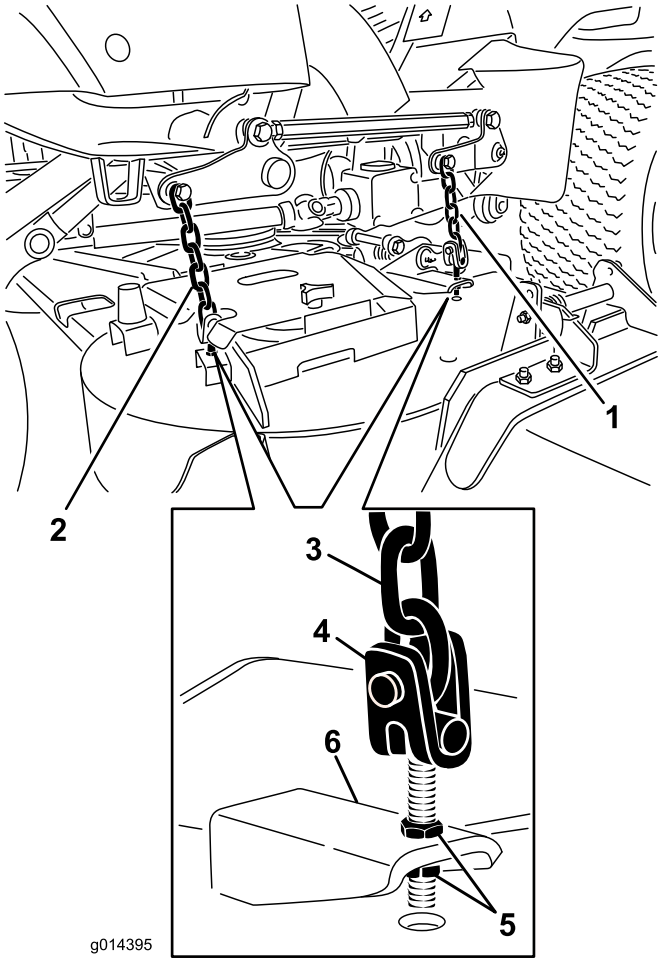

Figur 70
8. Justera kontramuttrarna som fäster däckoken/-kedjorna i klippdäcket tills klippdäcket är i nivå (Figur 70).
7. Justera kontramuttrarna som fäster däckoken/-kedjorna för att höja däckets bakre del så att knivlutningen ställs in på 8 mm (Figur 70).